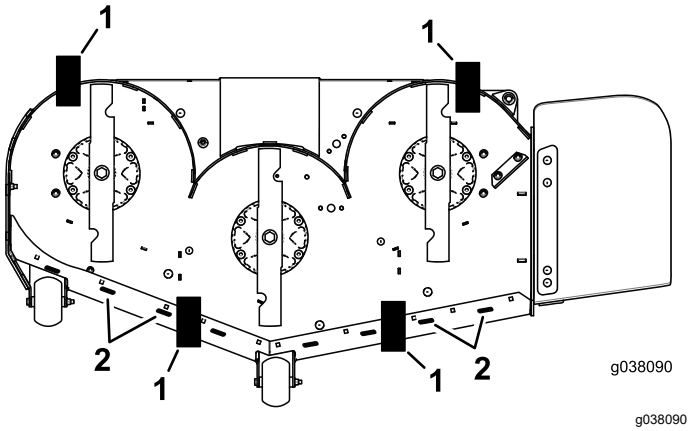

**Figur 83**
9. Anbring 2 blokke (se nedenstående tabel) under bagkanten af klippeskjoldet – én på hver side af klippeskjoldet (Figur 83).